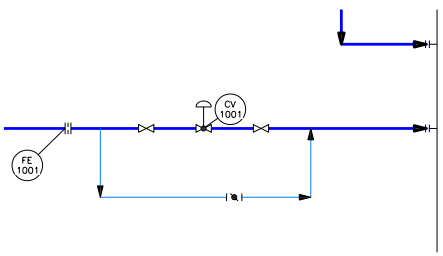

Figure 2-70 *Location of the orifice*
2. Place the restriction orifice on the pipe which is connected to the vessel, as shown in Figure 2-70.